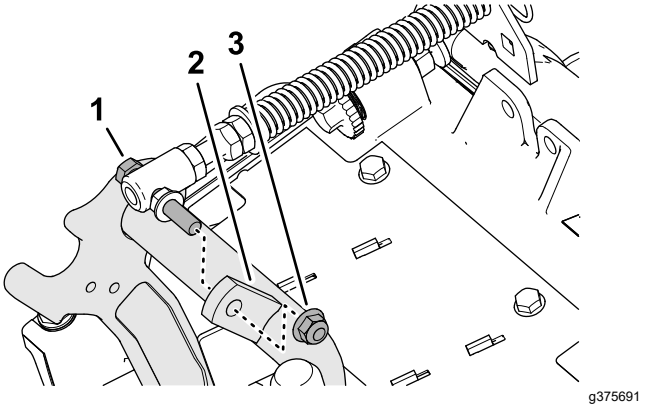

Figur 19
3. Fjern flangelåsemøtrikken (⅜"), der fastgør maskinskruen til græskompensatorfjederen til den højre tap på for bærerammen, og fjern kompensationsfjederen fra klippeenheden (Figur 19).